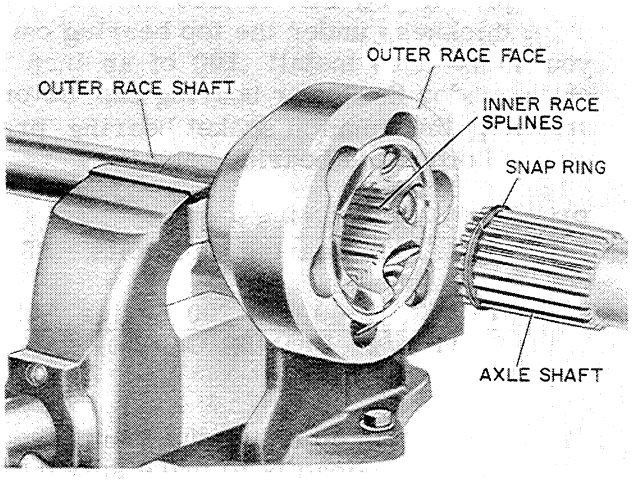

Figure U-48
4. Clamp the outer race shaft into a brass jawed vise with the inner race splines parallel with the outer race face, Figure U-48.
5. Install a new snap ring onto the axle shaft, Figure U-48. Then install the axle shaft into the inner race of the universal joint of the inner race. Tap the axle shaft in until the snap ring expands inside the inner race.